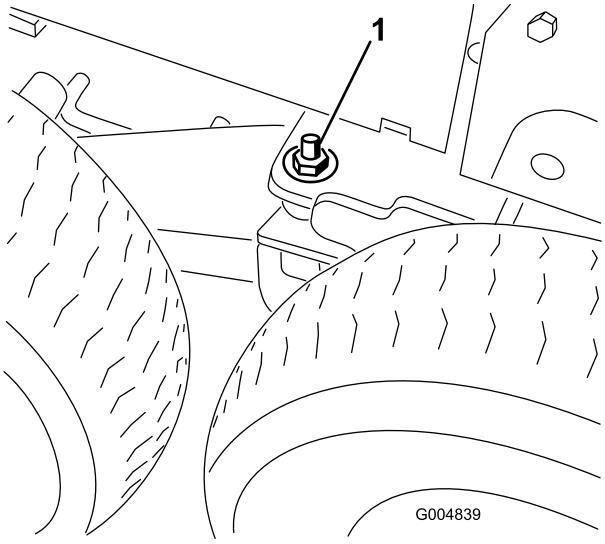

**Rysunek 118**
43. Zdejmij podkładkę płaską (1/2 cala) oraz nakrętkę (1/2 cala) założone na kołku gwintowanym przy osi obrotu wózka (Rysunek 118).